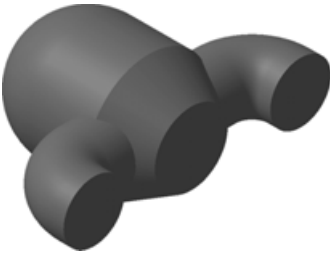

Рис. 6.60
- Подтвердите создание копии, нажав кнопку **Создать объект** на панели специального управления (рис. 6.60).